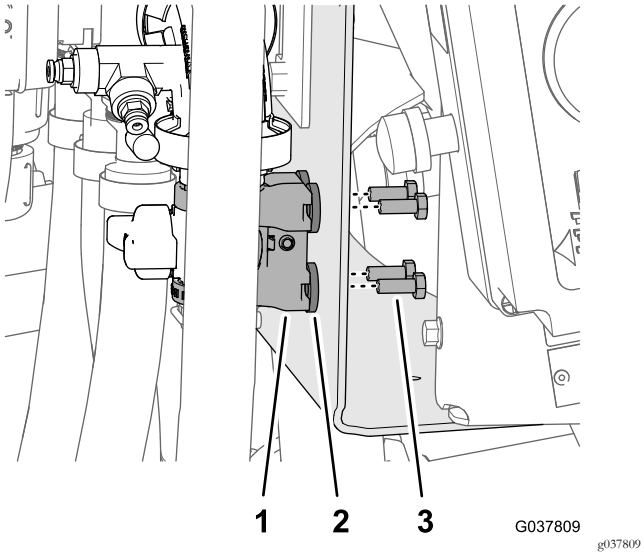

Figura 92
4. Monte la abrazadera de nylon y las arandelas en el panel de montaje de las válvulas con 4 pernos (6 mm x 16 mm), según se muestra en Figura 92.